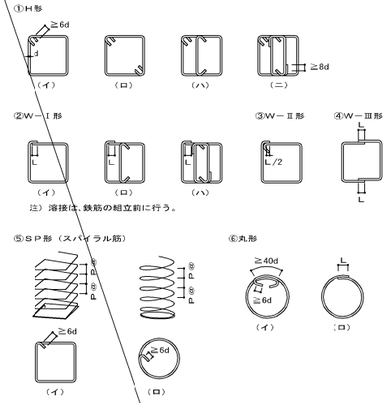

図6.3　帯筋組立の形
(1) 帯筋の種類及び間隔は、設計図による。
(2) 帯筋組立の形は図6.3により、適用は設計図による。